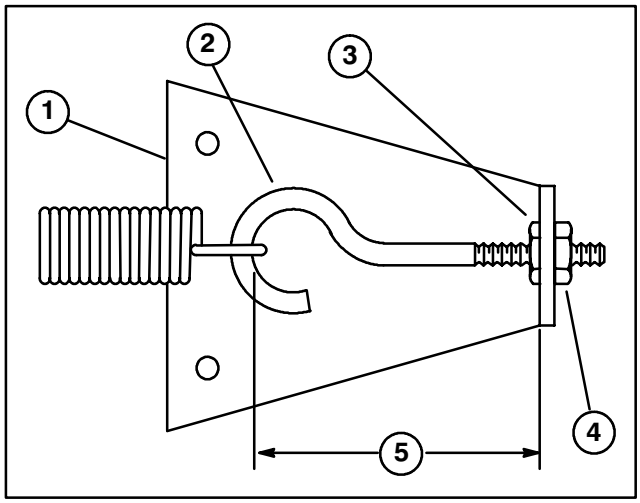

Figure 60
CHECKING AND ADJUSTING TRACTION LINKAGE (Fig. 60)
4. Rotate, clockwise, until distance between inside of eye bolt loop and inside of spring anchor plate is shortened 1/8″, as shown in figure 60. Tighten hex nut.